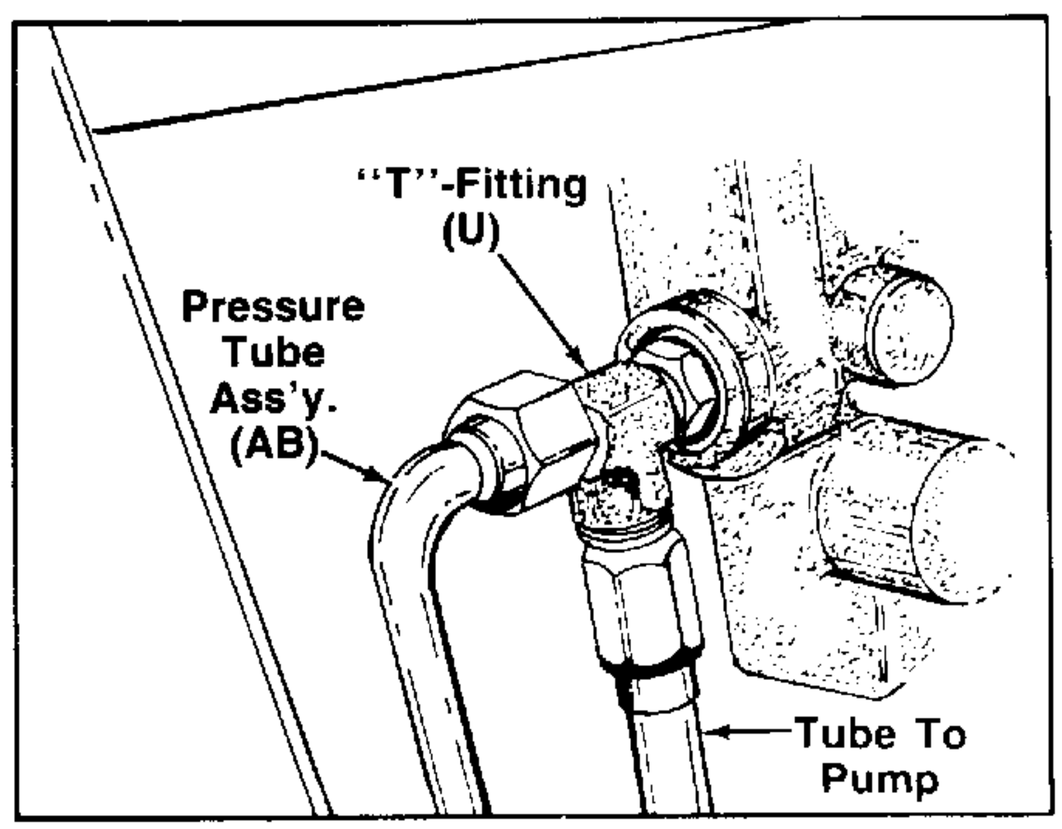

FIGURE 19.
C. Reassemble the tube (disconnected in step "A" below) to the bottom of "T"-Fitting. See figure 19.